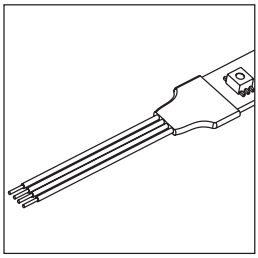

Рисунок 13
5.6 Соединение ленты производится с соблюдением полярности. Температура паяльника не должна превышать 260 °С, время пайки не более 10 секунд. Место пайки рекомендуется дополнительно изолировать, надев на него термоусадочную трубку длиной 20 мм и диаметром 7 мм (рисунок 13).
7.5 Для подключения ленты к винтовым контактам драйвера на концах проводов, припаянных к ленте, необходимо отрезать колодку, снять изоляцию с проводников на 8 мм (рисунок 13) или припаять к ленте новые провода.